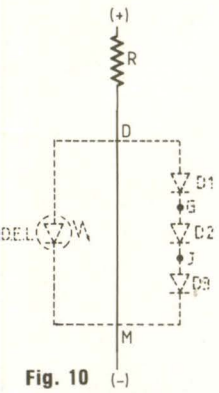

Fig. 10
– Posons une liaison entre les travées D et M, conformément au nouveau schéma de la figure 10. La diode électroluminescente s'éteint. Pourquoi donc ? Tout simplement parce que le courant électrique profite du court-circuit que lui offre la liaison DM pour "éviter" de traverser les diodes, il emprunte le chemin le plus court. Voilà qui ne peut pas vous surprendre parce que, en électronique comme ailleurs, on a toujours le droit d'être fainéant à la condition expresse que ce soit intelligent, cela dit au risque de vous (dé)plaire ! Alors le courant, évidemment...